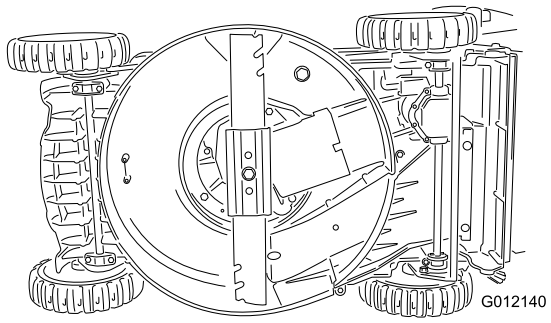

Figuur 24
5. Plaats het nieuwe mes (draai de mesbout rechtsom) en alle bevestigingsmaterialen (Figuur 24).